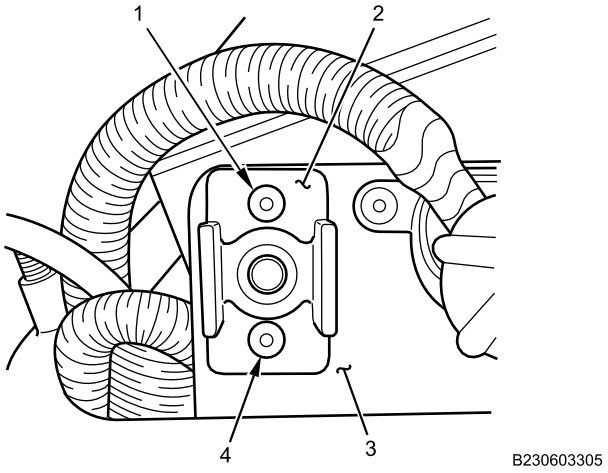

Figure 2. 24V Underhood Junction Block Removal.
2. Drill out two rivets (Figure 2, Item 1 and 4) securing 24V junction block (Figure 2, Item 2) to air cleaner support (Figure 2, Item 3).
3. Remove junction block (Figure 2, Item 2) from air cleaner support (Figure 2, Item 3).